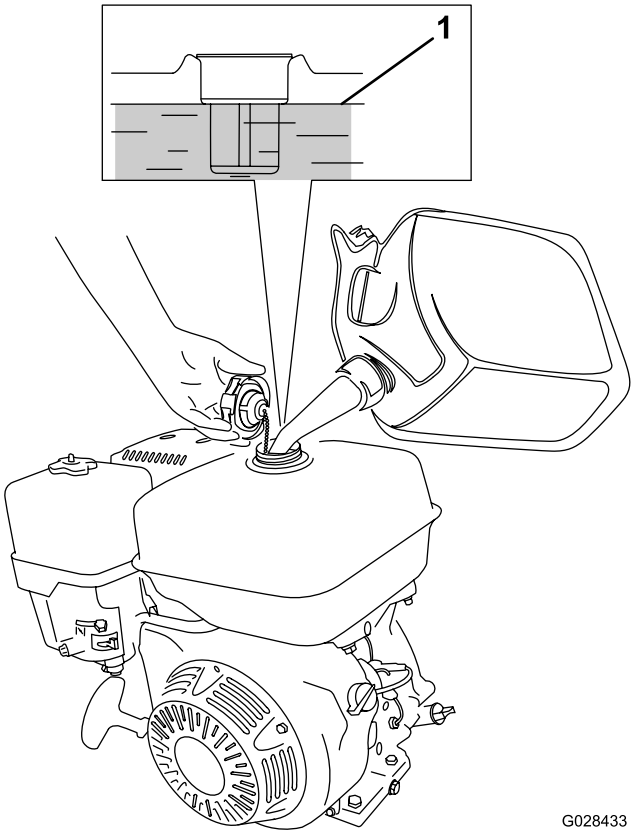

Rysunek 17
1. Wyczyść okolice korka wlewu paliwa i zdejmij korek ze zbiornika (Rysunek 17).